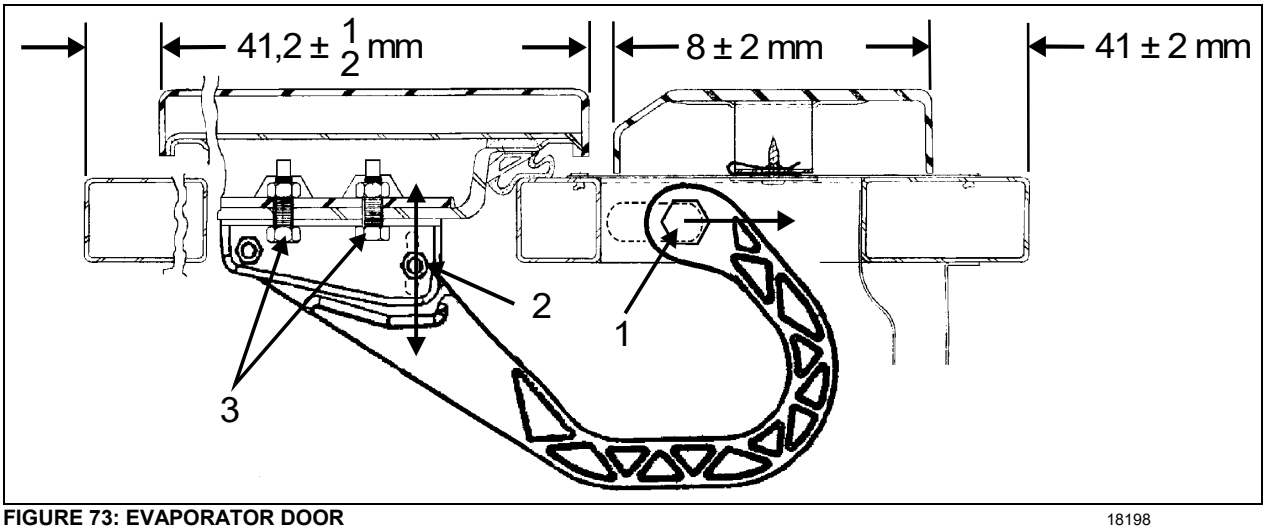

FIGURE 73: EVAPORATOR DOOR 18198
2. Loosen nut (1, Figure 73).
4. Tighten nut (1, Figure 73).
5. Loosen nut (2, Figure 73). Hinge allows the door to be shifted "IN or OUT".
7. Loosen screws (3, Figure 73). Screws allow the door to be shifted "UP or DOWN".